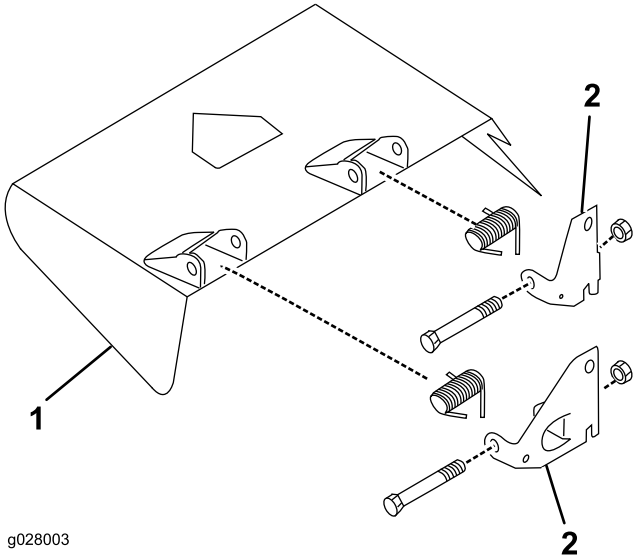

Figuur 6
3. Gebruik de eerder verwijderde tapbouten, borgmoeren en veren om de nieuwe draaibeugels te monteren op de bevestigingen van de grasgeleider (Figuur 6).